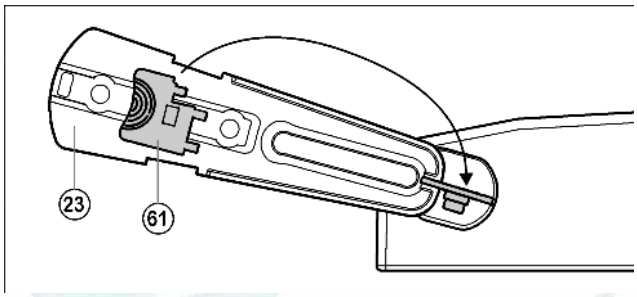

Fig. 12
▶ Отсоедините входящий в объем поставкишаблон *Fig. 12 (61)* от опорного кронштейна и заблокируйте им опорный кронштейн *Fig. 12 (23)* и втулку от поворота.